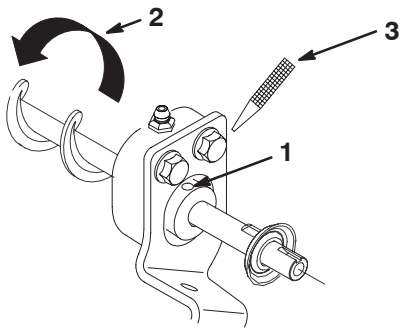

Figure 13
27. Rotate the bearing locking collar in the direction of the rotation of the brush, by hand until the collar is tight on the roller brush shaft (Fig. 13).
28. Tighten the collar further by placing a punch in the blind hole of the collar and striking it sharply in the direction of the rotation of the brush (Fig. 13). Retighten the collar set screw to secure the adjustment (1/8” Allen wrench).